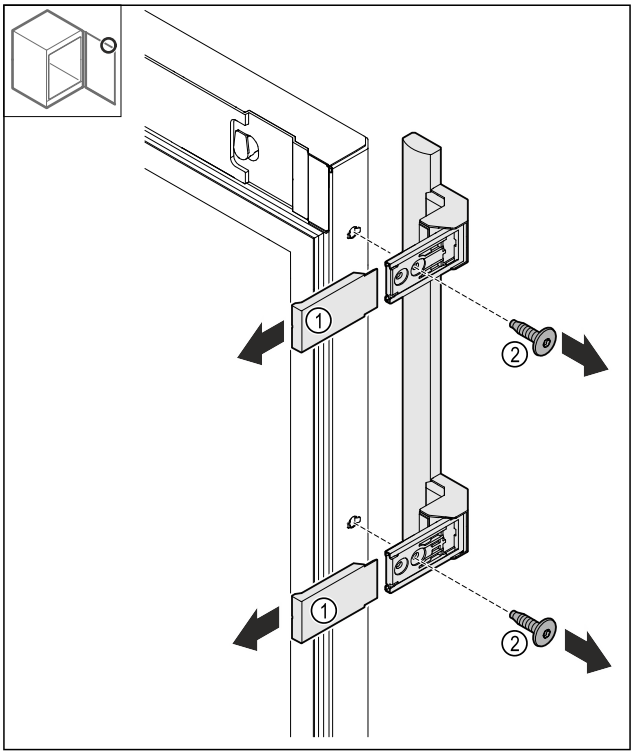

Fig. 20
▶ Desprindeți capacele *Fig. 20 (1)*.
▶ Desfaceți șuruburile *Fig. 20 (2)*.